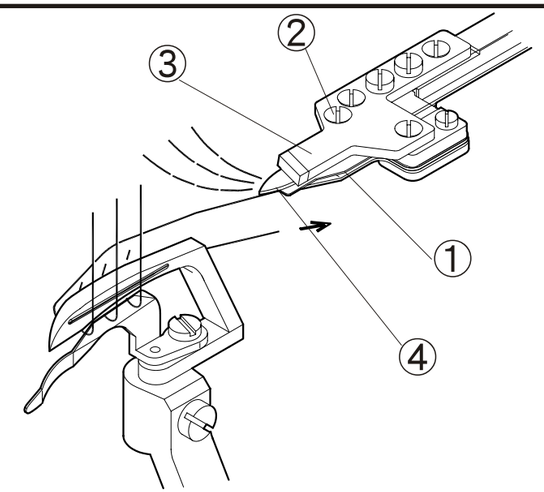

Fig. 71
4. Después de rebordear el hilo y el hilo del bucleador, El hilo del bucleador será tomado por la abrazadera de la placa resorte de hilo 1 para la siguiente puntada. (Fig. 71)